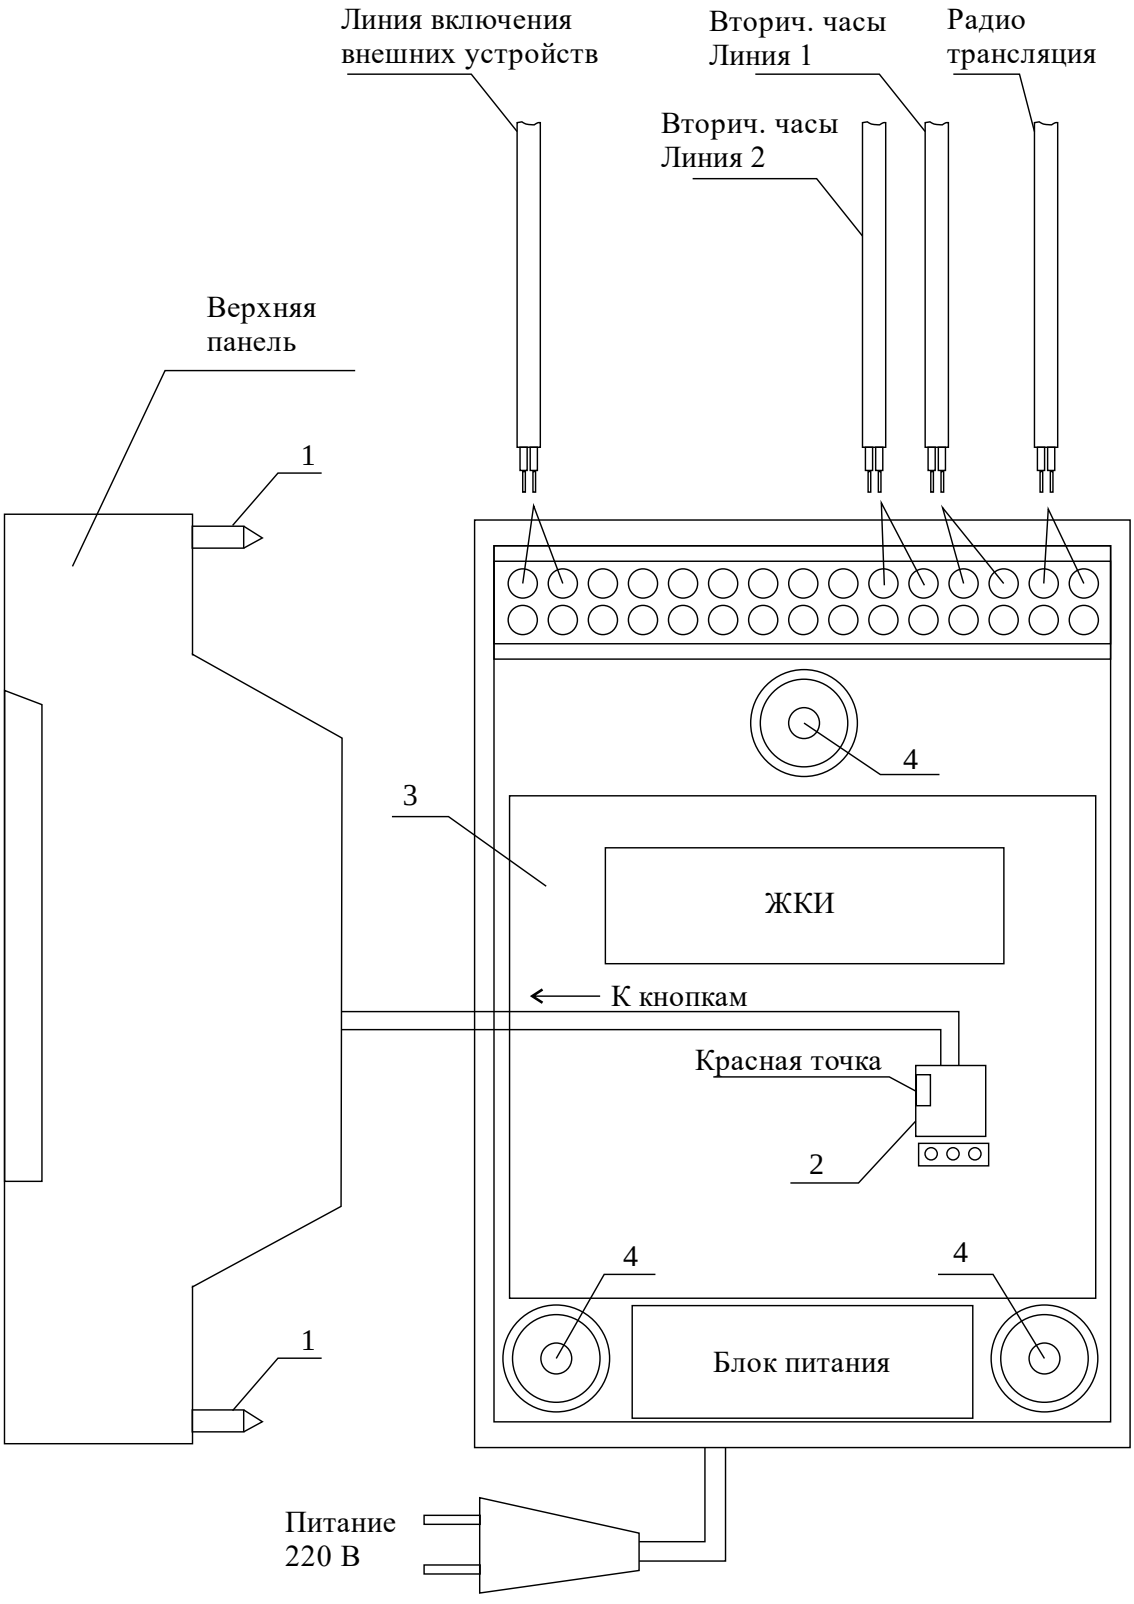

Рис. 1
4.1. Выверните четыре винта 1, расположенных на верхней панели ЧС (см. Рис.1). Осторожно снимите верхнюю панель и отсоедините разъем 2, соединяющий кнопки с печатной платой 3.
4.4. Подсоедините линию радиотрансляции и линии вторичных часов к шести правым клеммам клеммной колодки как показано на рис.1.
4.5. Подсоедините линию включения внешних устройств к двум крайним левым клеммам клеммной колодки как показано на рис.1 и на рис.2.